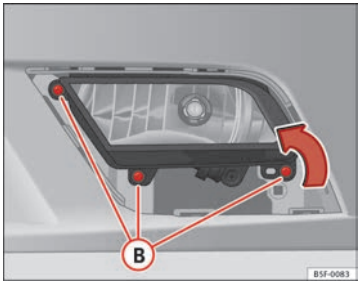

Fig. 147 Front fog light
– Remove the bolts (3x) ⇒ Fig. 147 (B) to remove the fog light.